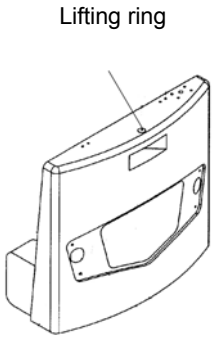

Figure2-57
(3) Lifting description of the counterbalance as shown in Figure 2-57